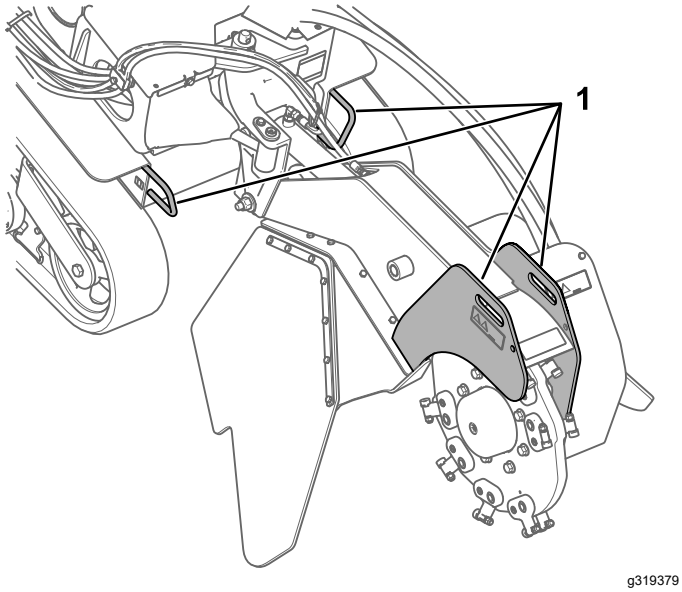
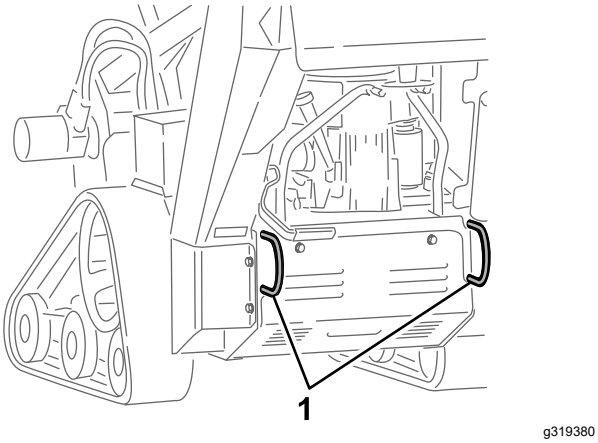

**Figuur 22**
**Figuur 23**
3. Bevestig de machine aan een aanhangwagen met kettingen of stroppen. Gebruik de bevestigings-/takelpunten aan de voor- en achterkant van de machine (Figuur 22 en Figuur 23). Raadpleeg de lokale vereisten inzake aanhangers en de bevestiging van machines.
U kunt de machine omhoogbrengen met behulp van de bevestigingspunten als hefpunten (Figuur 22 en Figuur 23).